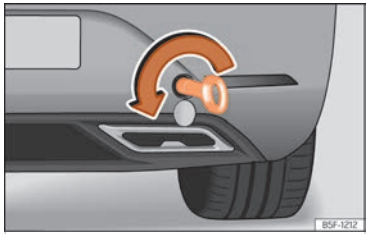

Fig. 215 A la part dreta del para-xocs del darrere: argolla de remolc enroscada.
- Enrosqueu l'argolla de remolc a l'allotjament girant-la al màxim **en el sentit contrari al de les agulles del rellotge** ››› fig. 215 , ››› ⓘ. Utilitzeu un objecte adequat amb el qual pugueu enroscar completament i fermament l'argolla de remolc en el seu allotjament.